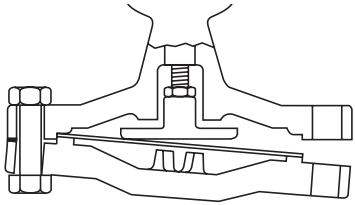

Fig. 10
5. Replace the main diaphragm plate and pushrod assembly and loosely refit the lower diaphragm chamber on the two bolts either side of the union connection, see Figure 10 so that the spigot is located into the recess. Also ensure that the connecting stainless steel pipework is located into its fitting.
6. Bring the two main diaphragms together and slide into position, first easing the diaphragm plate upwards to clear, see Figure 10.